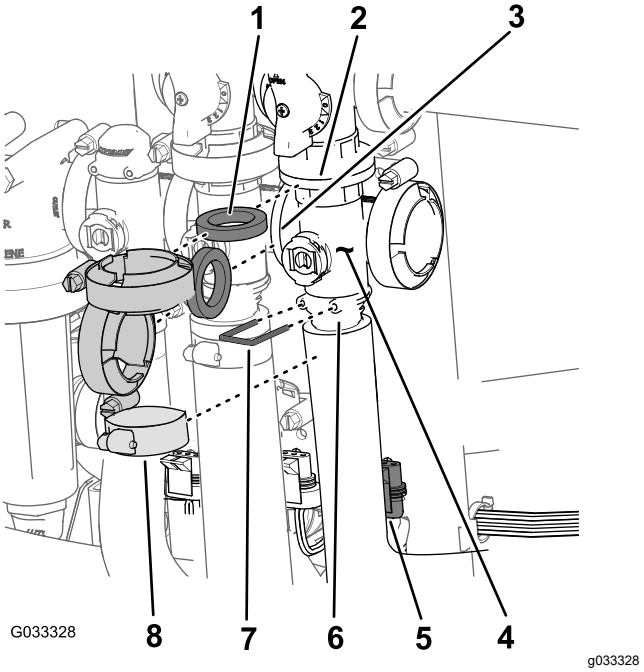

Figur 71
1. Afmonter de klemmer og pakninger, der fastgør hovedsektionsventilen (Figur 71) til hovedsek-tionens omløbsventil, omrøringsventilen og hovedsektionsmanifoldventilen (for enden af gennemstrømningsmålerens slange).
2. Afmonter den holder, der fastgør udgangsstudsen til hovedsektionsventilens manifold (Figur 71).